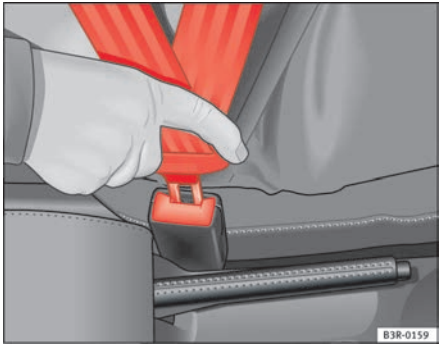

Fig. 11 Belt buckle and latch plate of seat belt
– Insert the latch plate into the buckle for the appropriate seat and push it down until it is securely locked with a click ⇒ page 22, fig. 11.